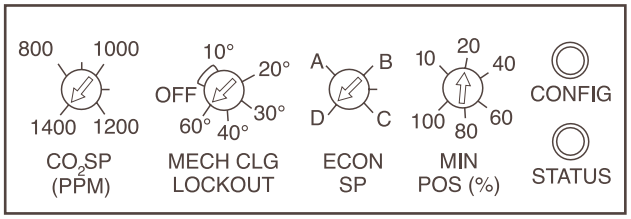

**Fig. 40 — EconoMi$er Control Adjustment Potentiometers (Factory Settings)**
2. Locate the $CO_2$ SP (PPM) potentiometer and adjust to the desired set point. See Fig. 40.
Mechanical Cooling Lockout — Determine the outdoor-air temperature at which you want the mechanical cooling (compressors) to be disabled. Locate the mechanical cooling lockout (MECH CLG LOCKOUT) potentiometer. To disable this feature, turn the potentiometer counterclockwise (CCW) to the OFF position. Otherwise, set the value between –12 and 15 C (10 and 60 F). Mechanical cooling will not operate when the outdoor air temperature is below this value. See Fig. 40.
Dry Bulb Changeover Set Up — Determine the dry bulb changeover set point from Table 4. The settings are A, B, C and D. Locate the ECON SP potentiometer and set the dry bulb changeover set point. See Fig. 40. When the OAT is above this set point, the damper is limited to minimum position setting.
2. Locate the minimum position (MIN POS) potentiometer. Turn the potentiometer full CCW to fully close the outdoor air dampers. Turn the potentiometer gradually clockwise (CW) to the desired position. See Fig. 40.